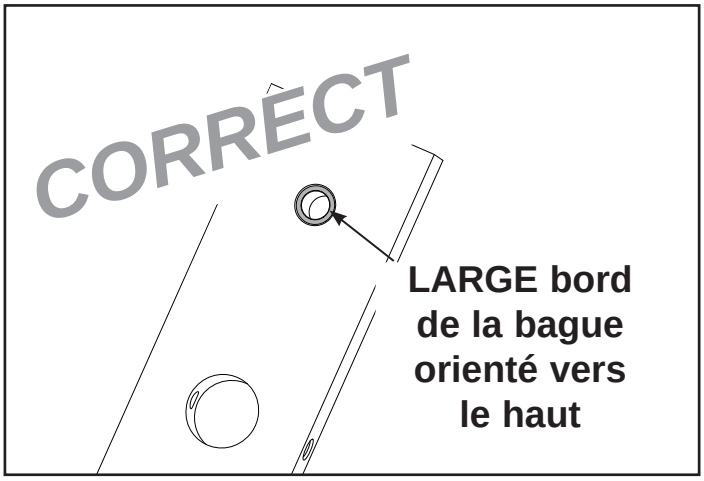

Figure 4A
B. Alignez avec précaution les plaques de poids (retirées à l'étape 7L) sur les tiges guides et abaissez lentement chaque plaque. ***REMARQUE*** : *Installez les plaques de poids dans l'ordre inverse de leur retrait effectué à l'étape 7L.* ***REMARQUE :*** *Lorsque vous installez les plaques de poids, positionnez-les de sorte que les larges bords des bagues soient orientés vers le haut et les bords étroits des bagues soient orientés vers le bas. Reportez-vous aux figures 4A et 4B.*